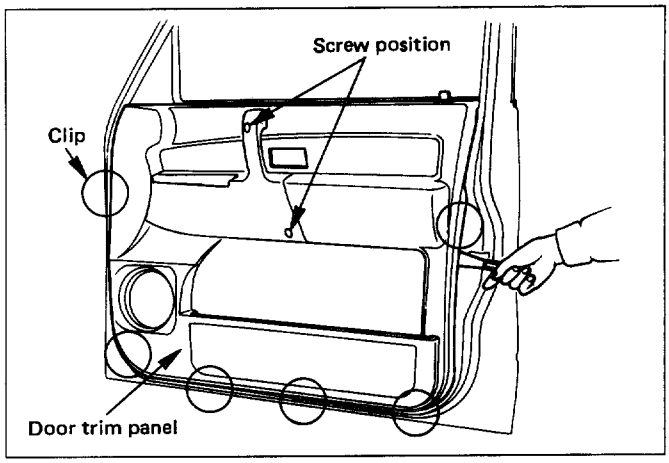

Fig. 10-37
- Remove the 2 fixing screws to take off the 7 clips form the door panel. (Fig.10-37)